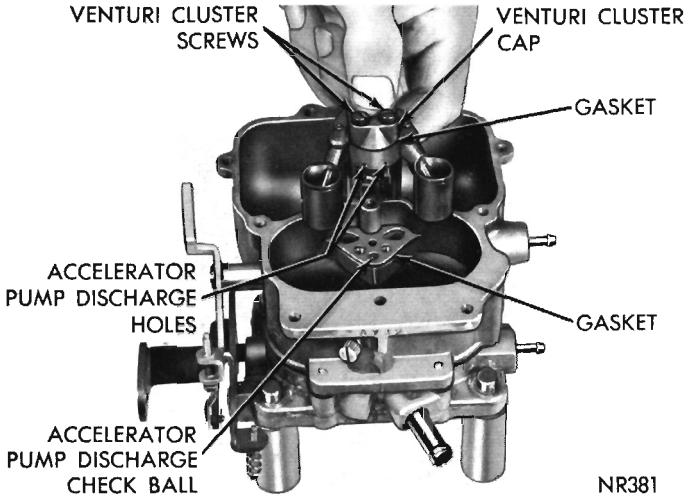

Fig. 4—Removing or Installing Venturi Cluster
(13) Remove venturi cluster screws, then lift venturi cluster and gaskets up and away from main body, (Fig. 4). Discard gaskets. **Do not remove idle orifice tubes or main vent tubes from cluster.** They can be cleaned in a solvent and dried with compressed air.
(14) Invert carburetor and drop out accelerator pump discharge check ball and intake check ball. (The intake check ball is the largest.)
(15) Remove screws that attach throttle body to main body. Separate the bodies and discard gasket.